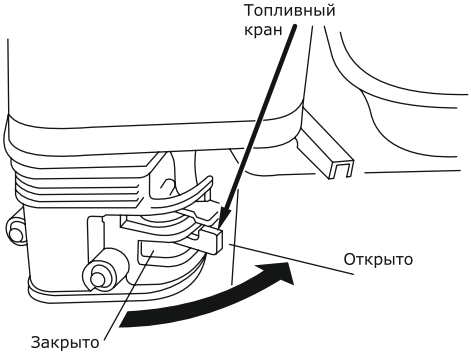

Рис. 4
- Переместите топливный краник в положение «открыто» (ON) и убедитесь, что нет утечки топлива (см. рис. 4).